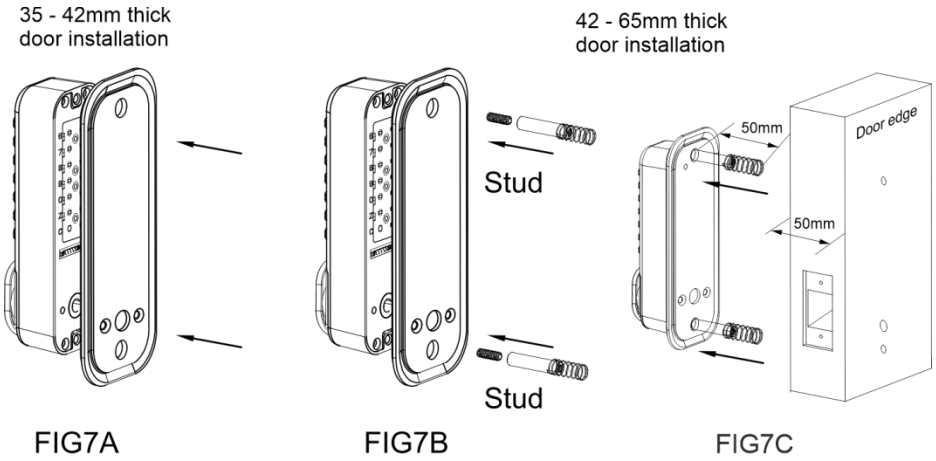

FIG7A FIG7B FIG7C
1) Montaż drzwi o grubości 35~42 mm, włóż podkładkę gumową (jak na rys. 7A).